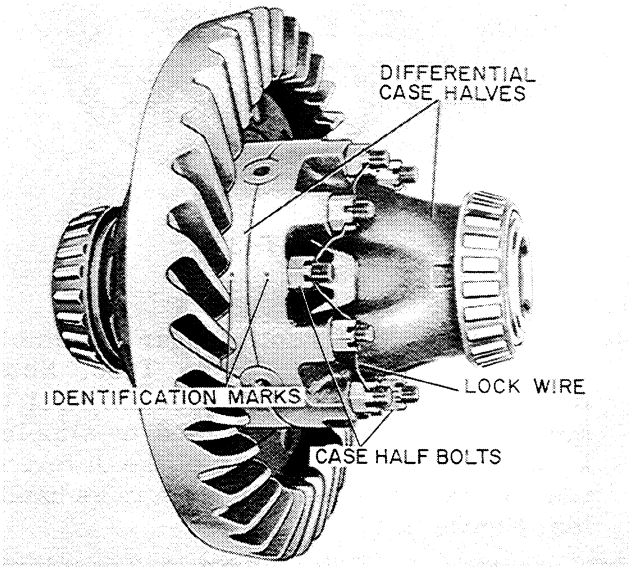

Figure T-34
7. If the original identification marks are not clear on the differential case halves, mark both halves with a punch or chisel for correct alignment during assembly, Figure T-34.
8. Cut the lock wire and remove the bolts, to seperate the case halves, Figure T-34 and T-35.